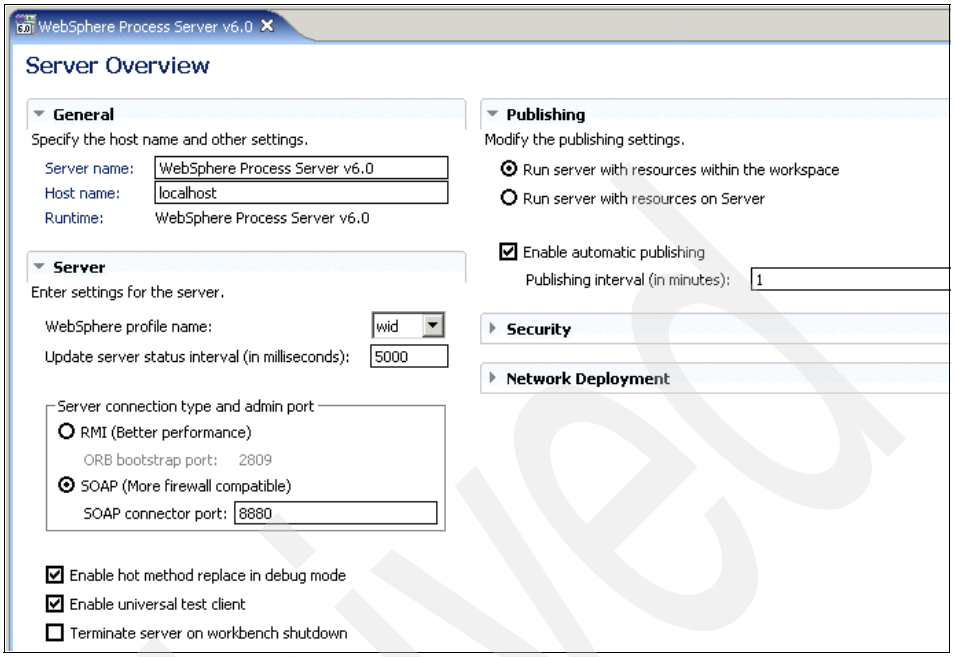

Figure B-42 The WebSphere Process Server v.6.0 Server overview window
3. In the WebSphere Process Server v.6.0 Server overview window (Figure B-42), click **Security** to expand the Security settings area.